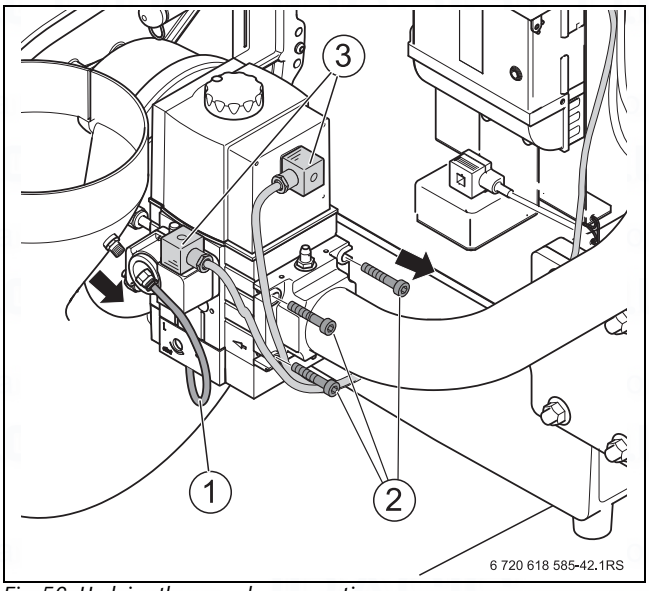

Fig. 56 Undoing the gas valve connections
▶ Undo the electrical connections at the gas valve and the fan (→ Fig. 56, page 36).